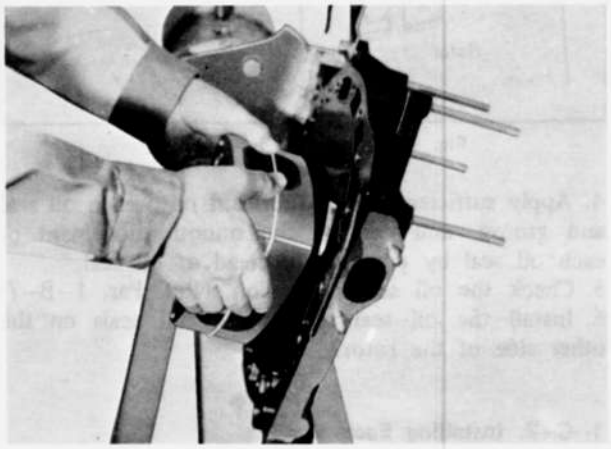

Fig. 1–62 Install front rotor assembly
4. Place the rotor assembly on the front housing as shown in Fig. 1–62, and turn the front housing with thr rotor so that the sliding surface of the front housing faces upward.
5. Mesh the internal gear and stationary gear so that one of the rotor apexes is set to any one of the four places shown in Fig. 1–63, and remove the used "O" ring.